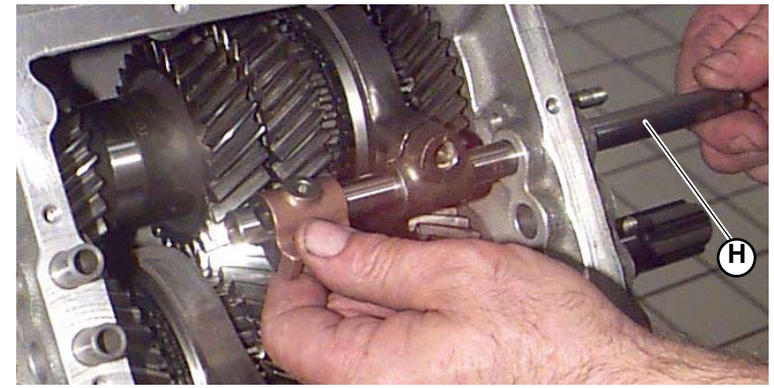

Fig.9
10. Remove the 5th/6th control rod (**H-Fig.9**).